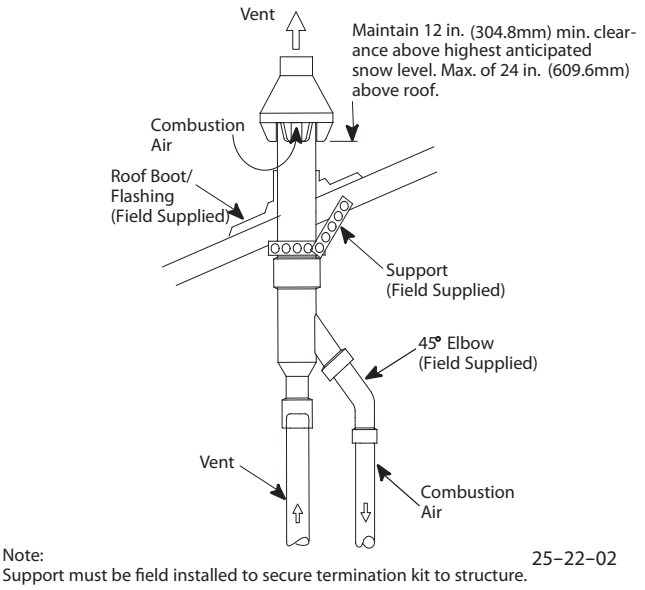

Fig. 31 - Concentric Vent Roof Installation
2. Determine the best location for the termination kit. See Fig. 31 for vertical termination or Fig. 35 for horizontal termination. Roof termination is preferred since it is less susceptible to damage, has reduced intake contaminants and less visible vent vapor. For side wall termination, consideration should be given to: 1) possible damage from the vapors to plants/shrubs, other equipment and building materials, 2) possible damage to the terminal from foreign objects, 3) wind effects that may cause recirculation of flue products, debris or light snow and 4) visible vent vapor.
7. Secure the assembly to the structure as shown in Fig. 31 or Fig. 35 using field supplied metal strapping or equivalent material.
NOTE: Ensure the termination height is above the roof surface or anticipated snow level as shown in Fig. 31 for vertical termination. Ensure the termination location clearance dimensions are as shown in Fig. 34 and Fig. 35 for horizontal termination.